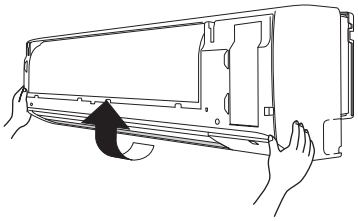

Afb. 3-16
(6) Til de grille op in de richting van de pijl en trek de grille naar uzelf toe om deze te verwijderen. (Afb. 3-16)